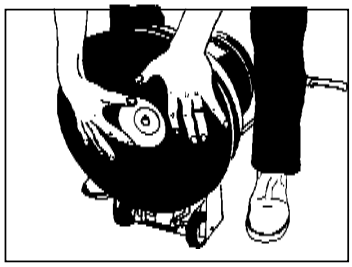

Figure 3
7. Put the paper holder in position. See figure 3.